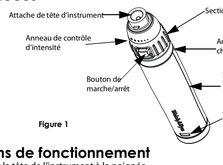

Figure 1
2. Appuyez sur le bouton de marche/arrêt de la section du rhéostat, puis faites tourner l'anneau de contrôle de l'intensité lumineuse dans le sens des aiguilles d'une montre. Pour intensifier la lumière, continuez à le faire tourner jusqu'à ce qu'il ait atteint sa butée d'arrêt (figure 1).
1. Le témoin de batterie faible s'allume plusieurs minutes avant que la poignée ne s'éteigne ; cette durée varie en fonction de l'ancienneté de la batterie (figure 1).